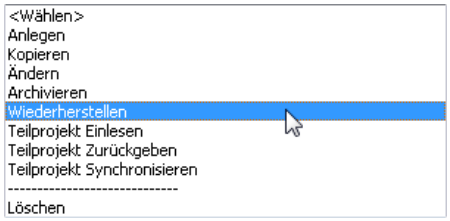

Bild 16.43 – Wiederherstellen eines Projekt-Archivs
- rufen Sie die Funktion *Wiederherstellen* aus dem Listenfeld der Projektverwaltung auf (Abb. 16.43).